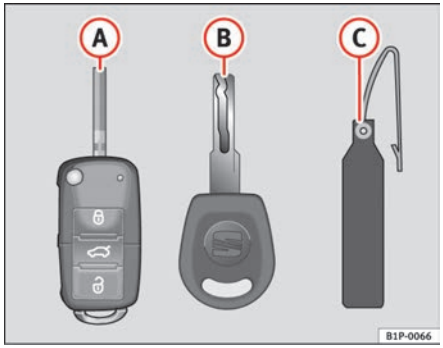

Fig. 62 Set of keys
- one remote control key ⇒ fig. 62 (A) with folding key bit,
- one key without remote control (B),
- one plastic key tab (C) with the key number.
Duplicate keys are only issued with the key number on the key tab ⇒ fig. 62 (B). Therefore: